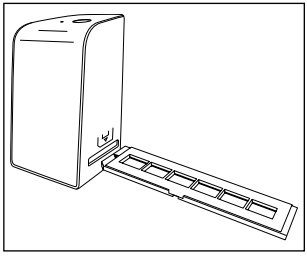

Abbildung 1
- Führen Sie nun die Negativhalterung 5 mit der Dreiecksmarkierung voran und sichtbar in den rechten Einschub 4 ein (siehe Abbildung 1).